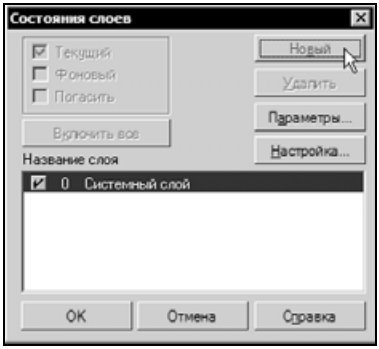

Рис. 3.39
- На экране появится диалоговое окно **Состояние слоев**. Для создания нового слоя щелкните на кнопке **Новый** (рис. 3.39).